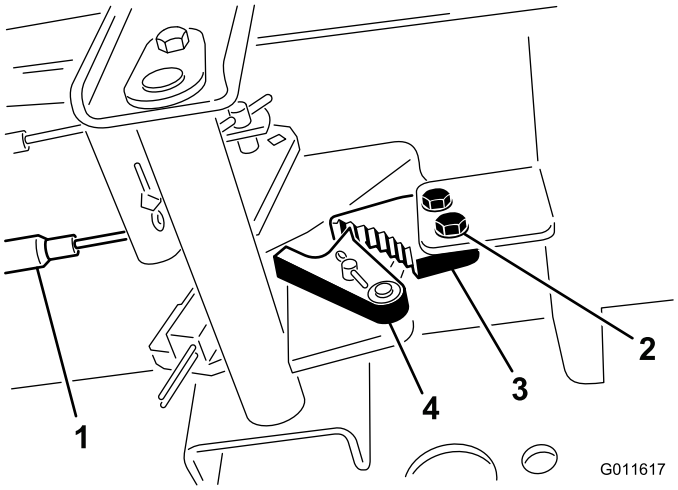

**Figur 56**
1. Løsn de 2 skruer, der fastgør parkeringsbremsepalen på stellet (Figur 56).
2. Tryk parkeringsbremsepedalen frem, indtil parkeringsbremselåsen kobler helt ind på bremsepalen (Figur 56).